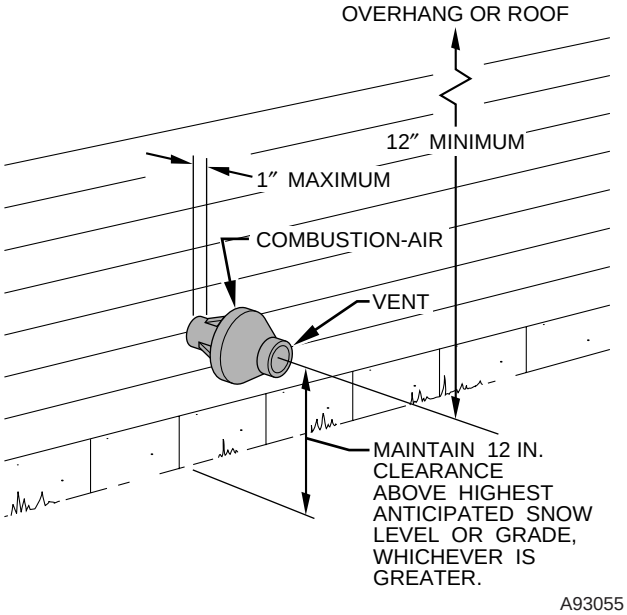

**Fig. 38—Concentric Vent and Combustion-Air Side Termination**
**Sidewall terminations**—Locate assembly through sidewall with rain shield positioned no more than 1-in. from wall as shown in Fig. 38.